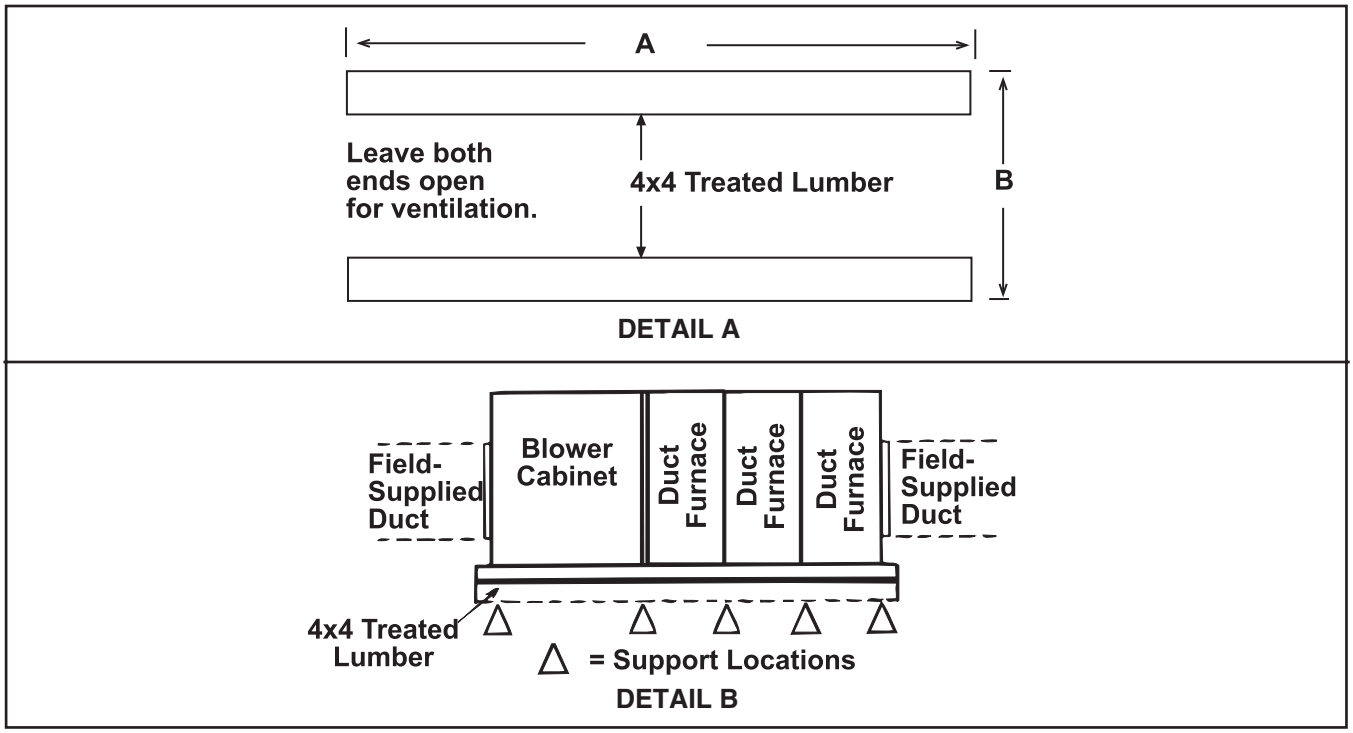

Figure 2. Field-Supplied Support Assembly (Refer to Table 6)
- **The field-supplied, cross-support structure must be adequate for the weight of the system. Cross-supports should run the entire width of the system to support the rails at the recommended locations (see Figure 2, DETAIL A).**
1. Cut treated 4 × 4 wooden rails for length in accordance with dimension A (see **Figure 2**, DETAIL A).
2. Space rails in accordance with dimension B (see **Figure 2**, DETAIL A) so that curb cap skirt fits over edge of boards with rails sitting inside horizontal length of curb cap. If rails are being laid directly on roof, position them as shown in **Figure 2**, DETAIL A).
3. If rails are not being placed directly on surface, install cross-supports underneath rails at ends of unit and at all cabinet joints (see **Figure 2**, DETAIL B).